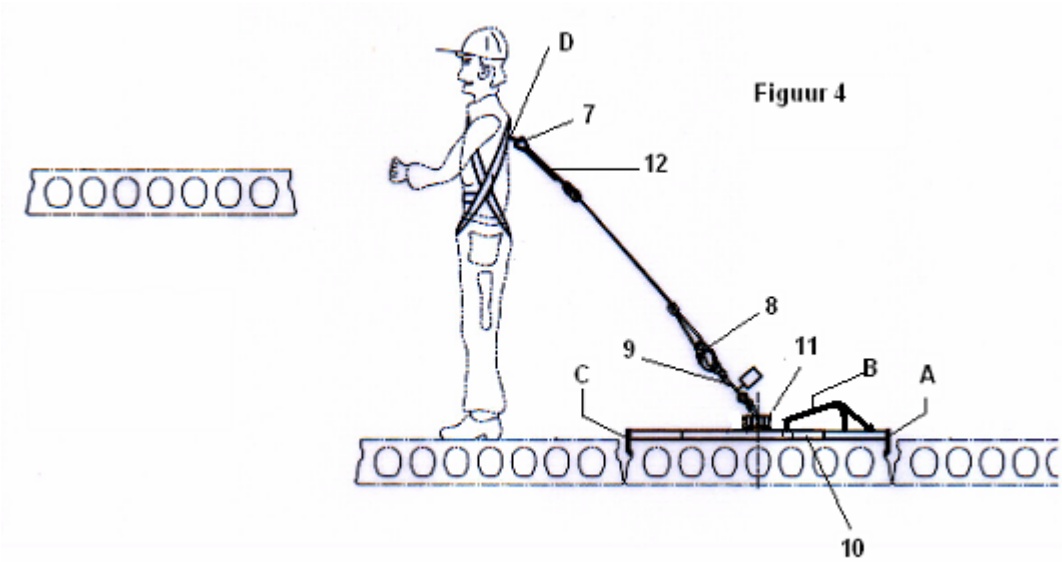

Figuur 4
Alle beschreven onderdelen moeten gebruikt worden zoals aangegeven in figuur 4. Het is zeer gevaarlijk de onderdelen op een andere wijze te monteren. Leenstra Machine- en Staalbouw B.V. kan niet verantwoordelijk worden gehouden wanneer andere beschermingsmiddelen dan de geleverde in combinatie met het ankerpunt gebruikt worden!
- Zie Figuur 4
- Plaats de ankerklem zodanig dat de handgreep zich zover mogelijk van het legfront bevindt. **Pas op dat u niet met uw voet in de handgreep (B) blijft haken en dat u niet over de klem struikelt.**
- Controleer door in de lengterichting van de plaat aan de ankerlijn (9) te trekken of het ankerpunt (klem) zichzelf vast trekt.
- Controleer of de ankerlijn (9) zich vrij kan bewegen om de omlooprol (10) en door het nylonblok (11).
- Trek aan de ankerlijn (9) om te testen of de klem vastzit na iedere plaatsing.